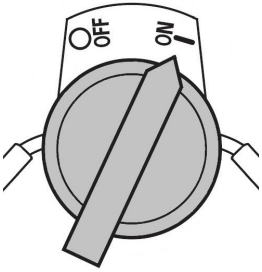

**Рис. 21 Выключатель зажигания**
6. Выключатель зажигания переведите в положение «ON» (Включено) (Рис. 21).
При возникновении аварийной ситуации, для экстренной остановки двигателя переведите выключатель зажигания двигателя в положение «OFF» (Выключено) (Рис. 21).
4. Переведите выключатель зажигания в положение «OFF» (Выключено) (Рис. 21).